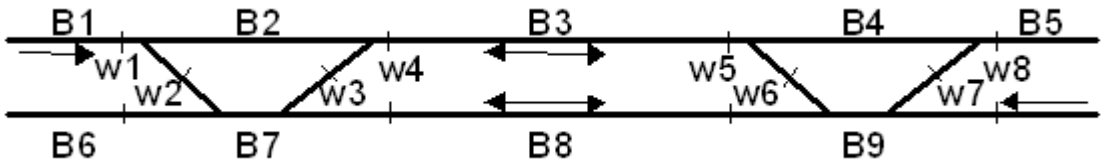
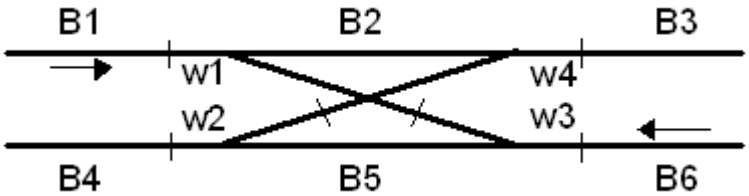

Figur 3: Doppelspur mit Spurwechsel
Figur 4: Spurwechsel mit Kreuzung
3. In Figur 3 ist ein doppelter Spurwechsel eingezeichnet, wie er z.B. auf der Gott-hardstrecke zwischen Erstfeld und Chiasso zu finden ist. Hierdurch ist der Betrieb eigentlich immer garantiert (auch während Wartungsarbeiten). Die Blöcke B3 und B8 sind in beide Richtungen befahrbar und sollten zumindest so lange sein, dass ein ganzer Zug Platz hat.
4. Wenn man an einer Ein- oder Ausfahrt einer Station zu wenig Platz hat, dann könnte man statt der Spurwechsel aus Figur 3 auch den Hosenträger aus Figur 4 nehmen.